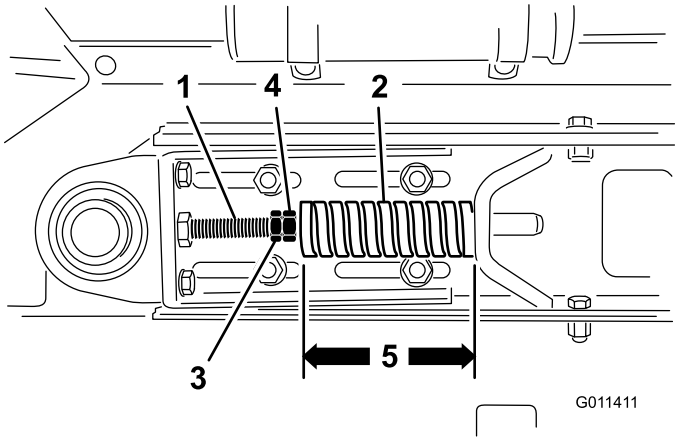

Figur 26
1. Løsne låsemutrene og juster strekkstangmutrene (Figur 26) for å oppnå ønsket spenning.